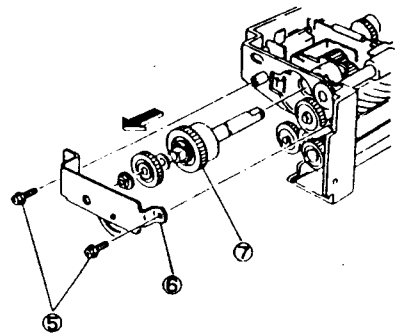

Рис. 2 NZM-0172
①. Отверните винты (3).
②. Снимите крышку податчика.
③. Снимите E-клипсу.
④. Отсоедините P/J219
⑤. (Рис. 2): Отверните винты (2).
⑥. Снимите опору.
⑦. Снимите муфту подачи.